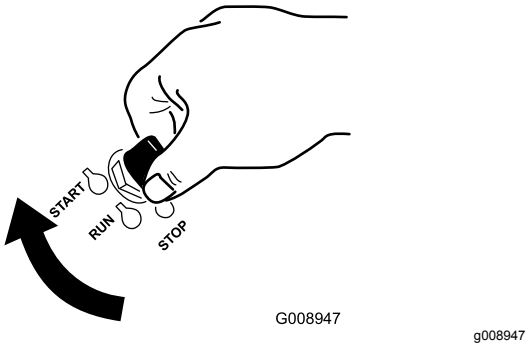

Figur 17
1. Vrid tändningsnyckeln till STARTLÄGET (Figur 17).